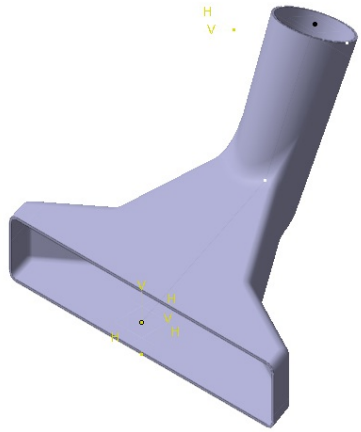

Figure 6-102 *Final model after shelling*
3. Set the value in the **Default inside thickness** spinner to **2** and choose the **OK** button from the **Shell Definition** dialog box; the shell feature is created. The final model after creating the shell feature is shown in Figure 6-102.